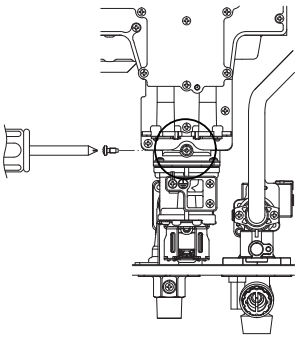

Fig.3
6. Conectar un micro-manómento a la toma de la presión del gas (Fig.3).